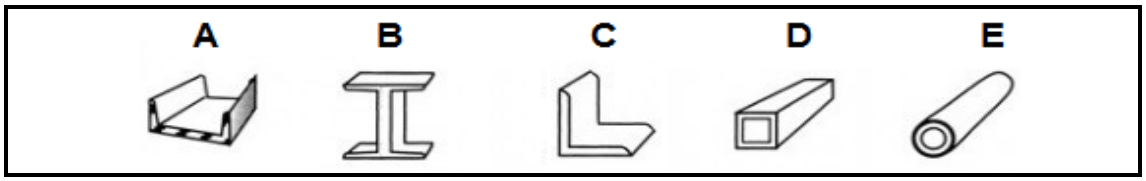

FIGUUR 2 (5 × 1) (5)
2.1 FIGUUR 2 toon verskillende soorte profiele. Noem elke soort deur die antwoord langs die letter (A–E) in die ANTWOORDBOEK neer te skryf.